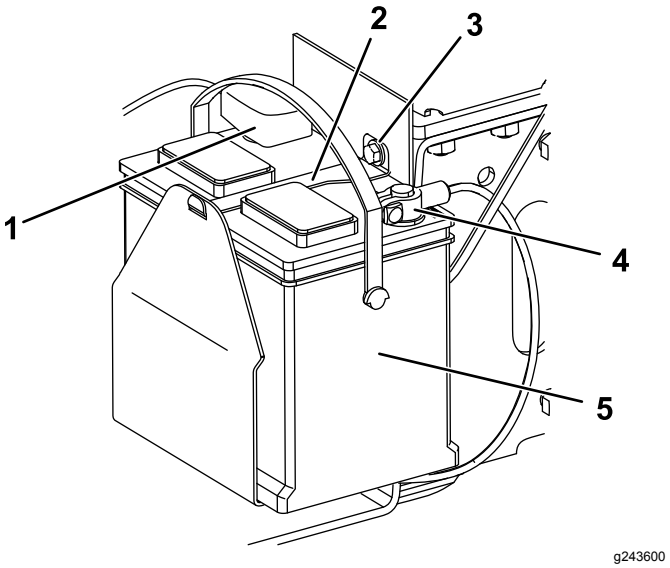

Figur 38
1. Skruv (3)
5. Ta bort skruven, brickan och skenan som håller fast batteriet (Figur 38).
6. Lossa minuskabeln (svart) från batteripolen (Figur 38). Spara fästelementen.
8. Lossa pluskabeln (röd) från batteripolen (Figur 38). Spara fästelementen.
1. Anslut batteriets pluskabel (röd) till batteriets pluspol (+) med hjälp av fästelementen du tog bort tidigare (Figur 38).
3. Anslut batteriets minuskabel (svart) till batteriets minuspol (−) med hjälp av fästelementen du tog bort tidigare (Figur 38).
4. Fäst batteriet med hjälp av skenan, skruven och brickan (Figur 38).